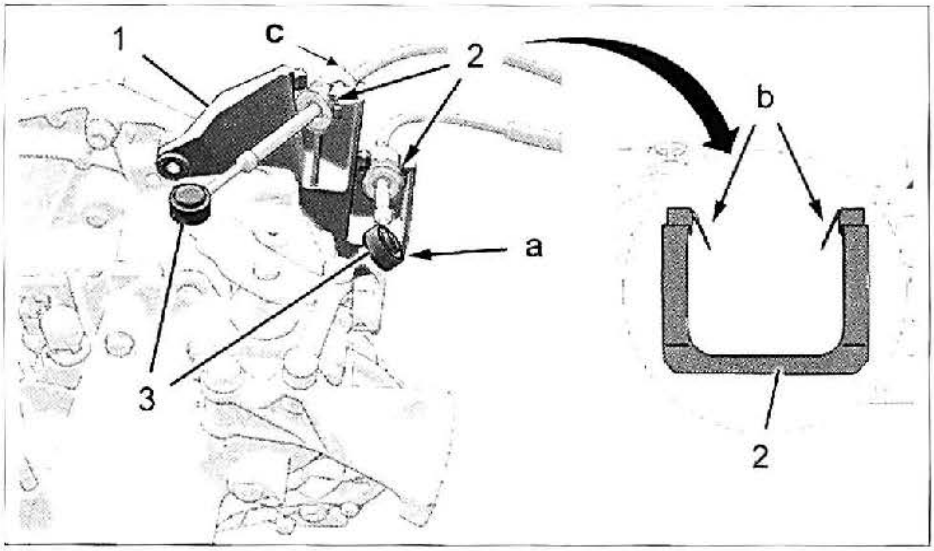

FIG. 9
• Separar las rótulas (3), con el extractor ref. 9040-TG2 **(fig. 9)**.